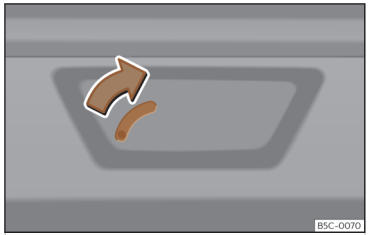

Abb. 80 Ausschnitt Gepäckraum: Notfallentriegelung.
- Führen Sie den Schlüsselbart in den Schlitz ein und drehen Sie den Schlüssel in Pfeilrichtung, bis sich das Schloss öffnet ››› **(Abb. 80)**.